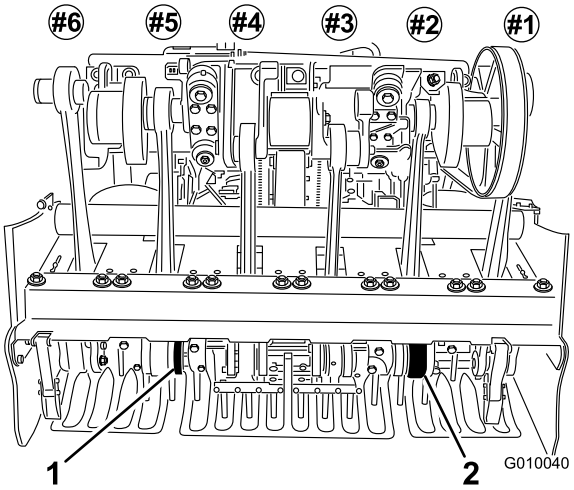

Rysunek 25
5. Zamocuj zęby w uchwytach zębów nr 2 i 5 (Rysunek 25). Dokręć śruby.